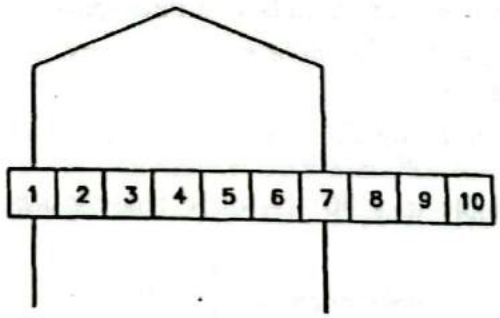

Fig. 4.54 Short pitched coil)
- But as shown in figure 4.54 if one side of the coil is kept in slot No.1 and the other side is kept in slot No.7, then it is called the short pitched coil and the winding is called the short pitched winding. In this case the coil pitch is 7–1 = 6, which is two slots less than the pole pitch.